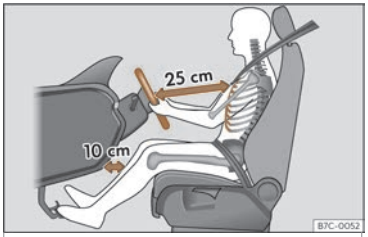

Fig. 2 La separació correcta entre el conductor i el volant ha de ser de 25 cm com a mínim (10 polzades).
- Ajusteu el volant de manera que quedi a una distància, d'almenys, 25 cm (10 polzades) de l'estern››› **fig. 2** i el pugueu subjectar amb les dues mans pels costats, per la part exterior, amb els braços lleugerament flexionats.
- Ajusteu longitudinalment el seient de manera que pugueu trepitjar a fons els pedals amb els genolls lleugerament flexionats i que quedi una distància entre la zona dels genolls i el tauler d'instruments d'almenys 10 cm (4 polzades)››› **fig. 2**.